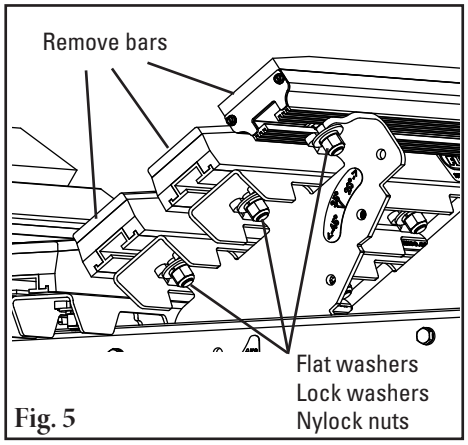

Fig. 5
5. **Remove worn bars.** Loosen and remove nuts at each cross stringer and remove the impact bars (Fig. 5).